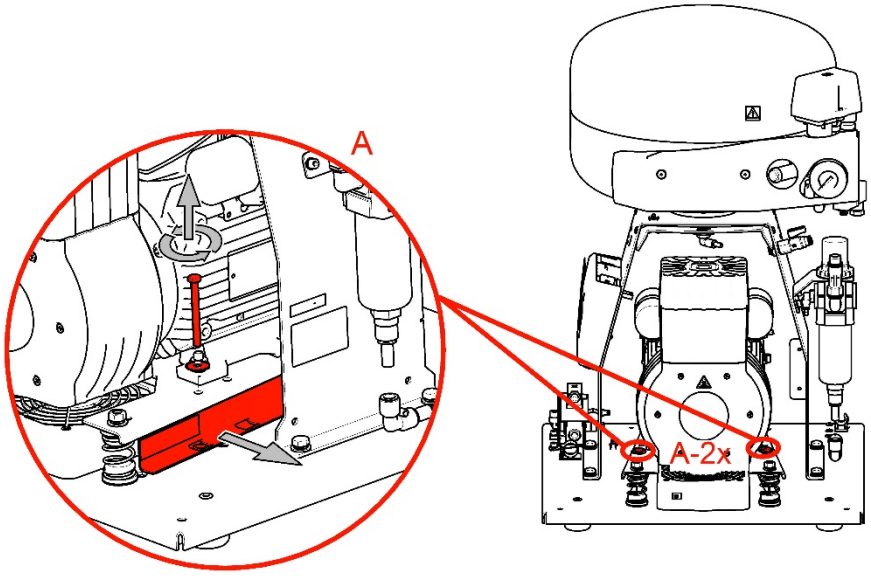

Abb.6
- Entfernen Sie die Transportstützen von den Aggregaten. (Abb. 6)